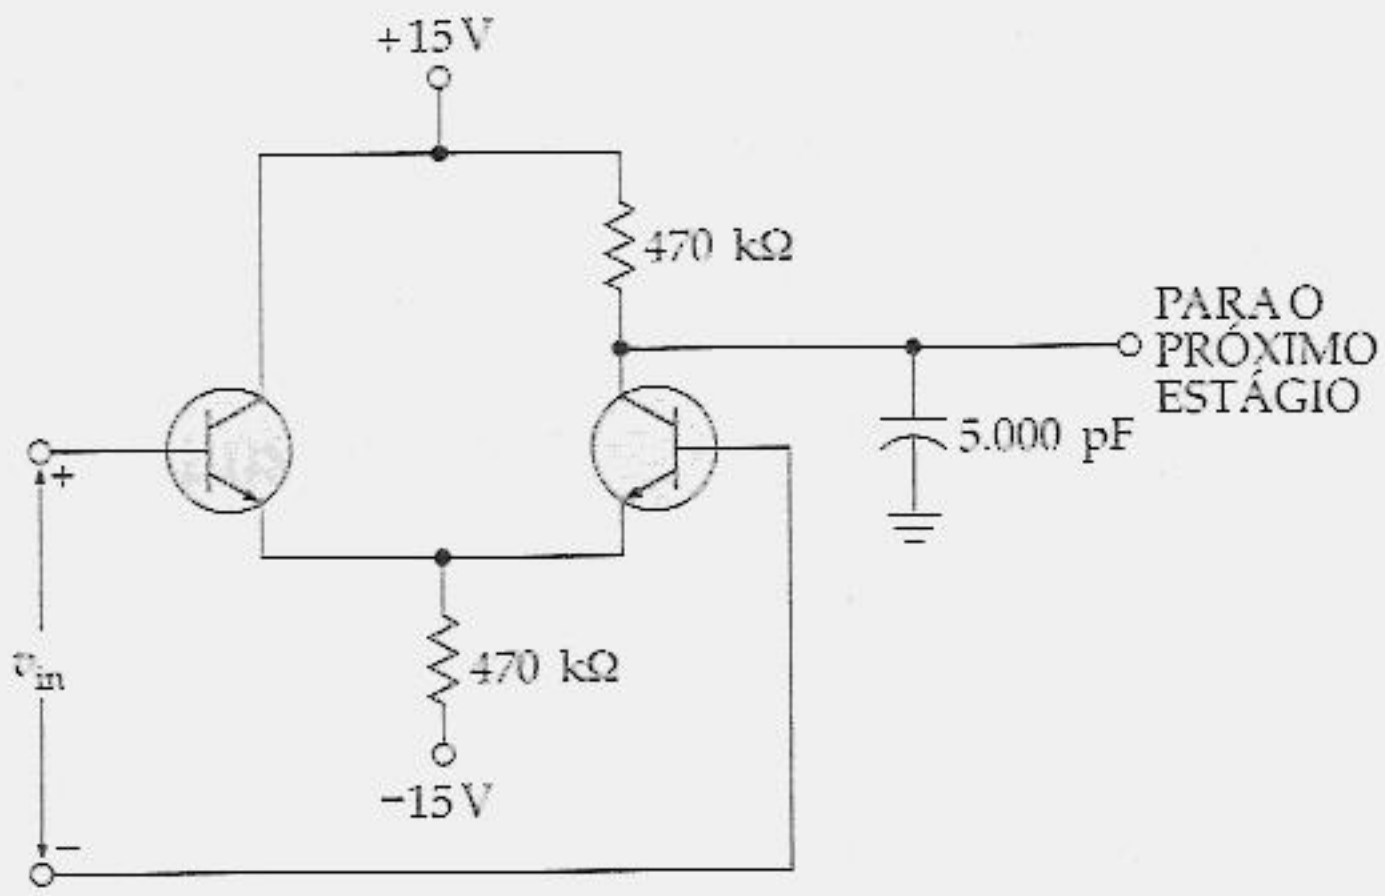

Figura 18.18
18.1 Qual a freqüência crítica na Figura 18.18? E a freqüência de ganho unitário?
18.4 As resistências de cauda e de coletor do circuito da Figura. 18.18 são alterados para 47 kΩ. Qual a freqüência crítica? E a freqüência de ganho unitário?
18.10 Qual a taxa de variação do circuito da Figura 18.18?